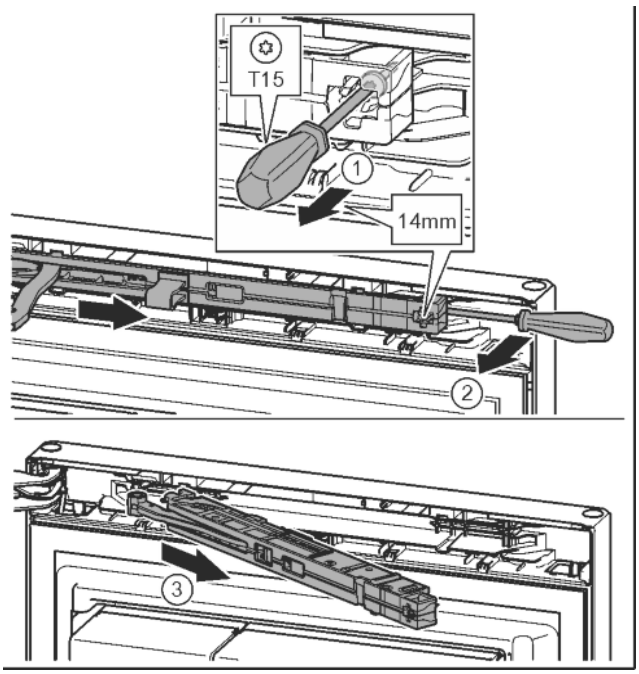

Fig. 13
▶ Schroef op de sluitdempereenheid met schroevendraaier T15 ca. 14 mm losdraaien. *Fig. 13 (1)*
▶ Een schroevendraaier aan de kant van de handgreep achter de sluitdempereenheid plaatsen en naar voren draaien. *Fig. 13 (2)*
▶ Sluitdempereenheid eruit trekken. *Fig. 13 (3)*